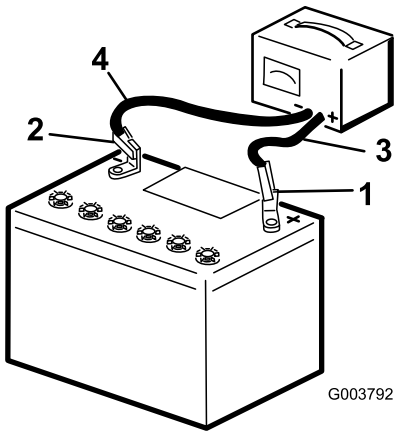

Figure 30
3. Chargez la batterie pendant 10 à 15 minutes entre 25 et 30 A, ou pendant 30 minutes entre 4 et 6 A (Figure 30). Ne chargez pas la batterie excessivement.
4. Quand la batterie est chargée au maximum, débranchez le chargeur de la prise, puis débranchez les fils du chargeur des bornes de la batterie (Figure 30).